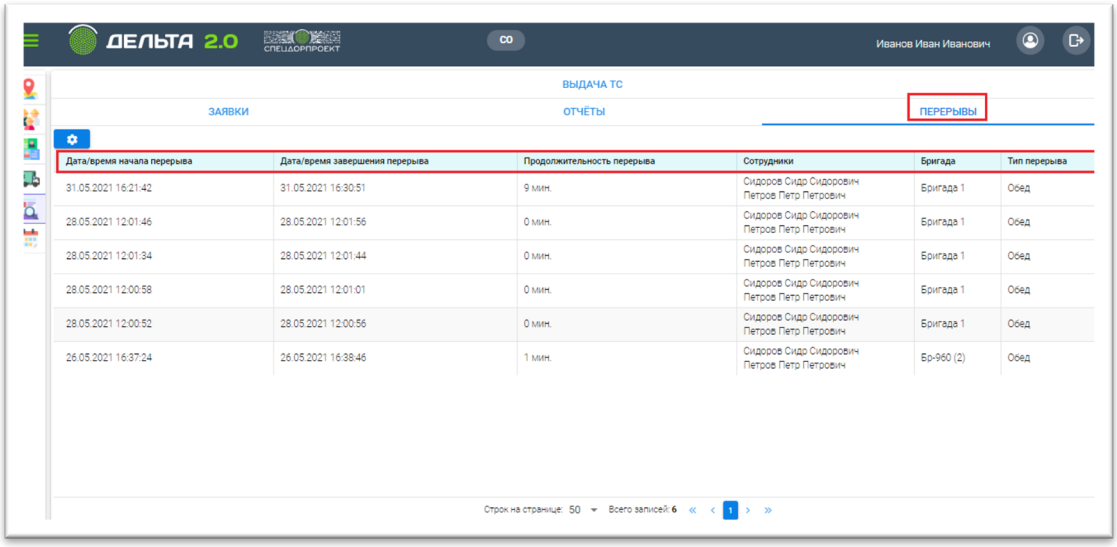

Рисунок 56 - Вкладка «Журналы/Реестры», вкладка «Перерывы»
7.5. Вкладка «Журналы/Реестры», вкладка «Перерывы». Отображена информация о дате\времени начала перерыва, о дате/времени завершения перерыва, продолжительность перерыва, сотрудники, бригада и тип перерыва (Рис. 56).